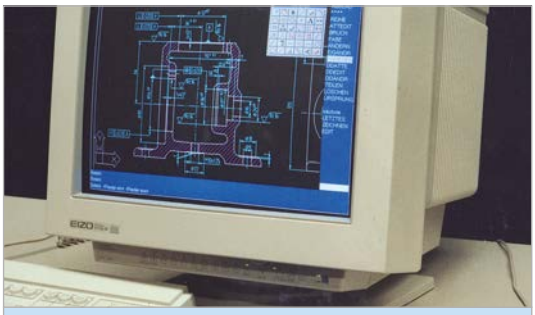

Bild 4: 2D-CAD-System (1998)
- **CAD**-Systeme (Design) für das Zeichnen und Konstruieren **(Bild 4)**,